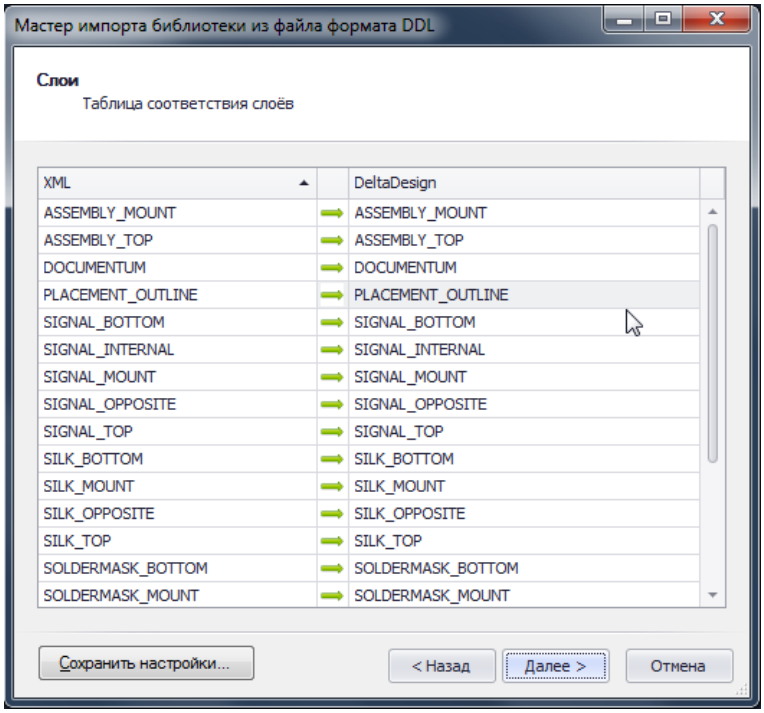

Рис. 105. Сопоставление классов слоев при импорте
6. После сопоставления атрибутов мастер предлагает сопоставить классы слоев, которые использованы в импортируемой библиотеке, см. Рис. 105. В левом столбце указываются классы слоев, которые содержатся в импортируемом файле библиотеки. В правом столбце для импортируемого класса ставится в соответствие тот или иной класс слоя, существующий в системе, или ставится отметка, что данный класс слоя не должен быть импортирован.